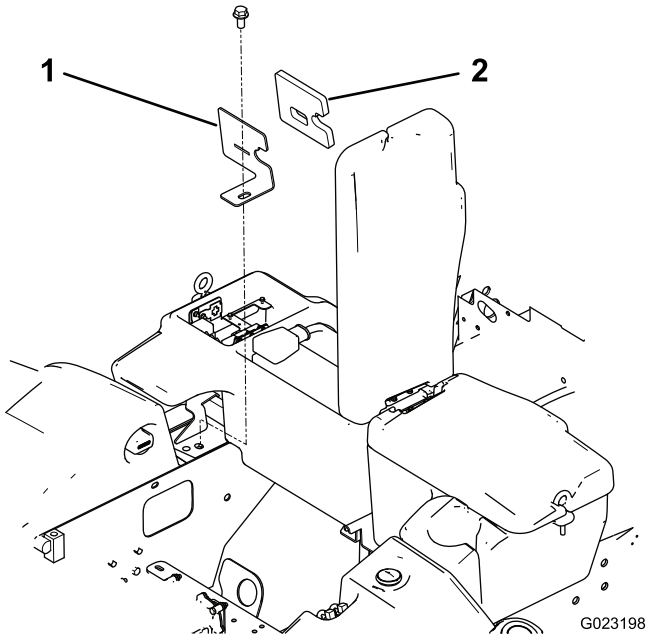

Figur 30
1. Afmonter flangehovedskruen, der fastgør rummets klemme og pakning til traktionsenheden (Figur 30).
6. Monter rummets klemme og pakning på traktionsenheden med flangehovedskruen (Figur 30).